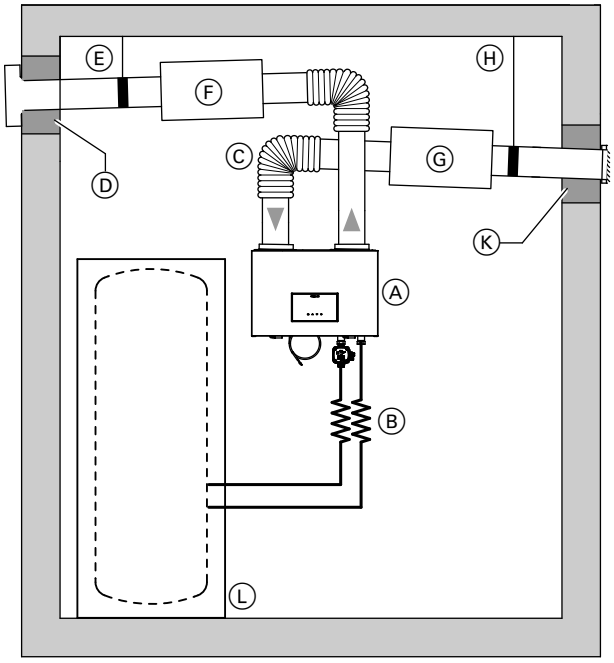

Abb. 21
- Leitungen, Wanddurchführungen und Anschlüsse an die Warmwasser-Wärmepumpe können zur Geräuschreduzierung schwingungsgedämpft ausgeführt werden: Siehe Abb. 21.